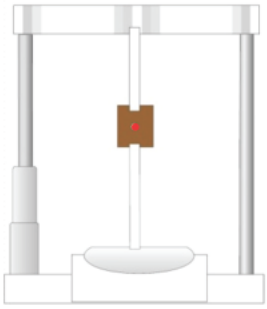

Figure 2: Aiming beams in focus
7. Adjust the slit lamp position so that the aiming beams converge to form one spot on the paper attached to the target. The aiming spot should be centered in the field of view and in the center of the illumination aperture. Lock the slit lamp in this position *(See Figure 2)*
6. Adjust the slit lamp position so that the aiming beam forms only one clear, well defined spot on the paper attached to the target (focal distance) and lock the slit lamp in this position. The aiming spot should be centered in the field of view and in the center of the illumination aperture. Lock the slit lamp in this position *(See Figure 2 in the above section 2.2.3)*